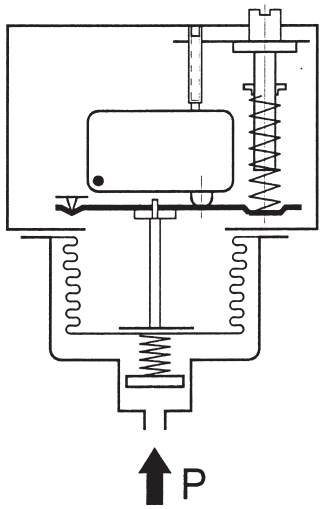

Fig. 2
b) By certification of endurance testing with 2 million operating cycles during the component test (see Fig. 2)